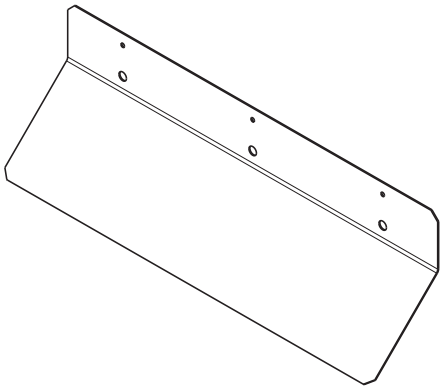
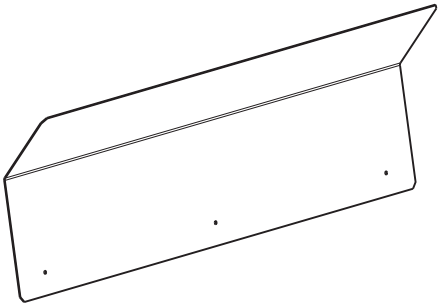

Fig. 68 — Air Baffle (14-in.)
Fig. 69 — Air Baffle (30-in.)
6. Install inlet baffle on the access panel with the screw(s) provided. See Fig. 68 for 14-in. baffle and Fig. 69 for 30-in. baffle. Attach 14-in. baffle from the outside of the access panel. The 30-in. baffle should be installed from inside of the access panel. Secure with three screws.